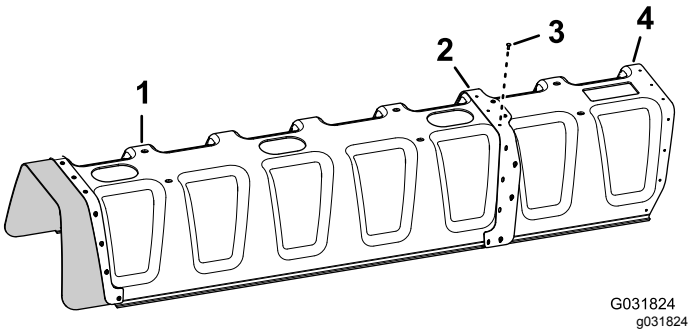

Figuur 181
4. Bevestig het verlengstuk van de afdekking aan de spuitboomafdekking voor 11 spuitdoppen (Figuur 181); gebruik hierbij 11 popnagels (Toro onderdeelnummer 114439).